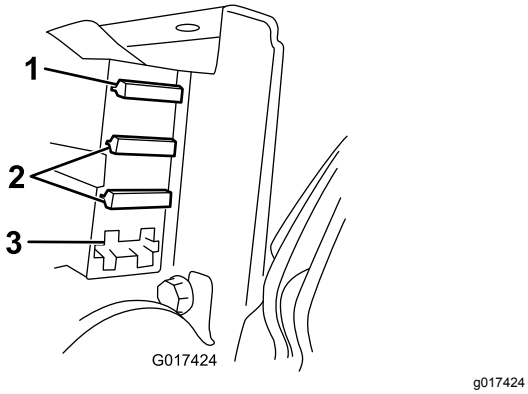

Figuur 42
3. Controleer de zekeringen in de zekeringhouder (Figuur 42).
- Als een van de zekeringen gesprongen is, moet u deze vervangen door een zekering met het juiste voltage en ampèrage (Figuur 42).